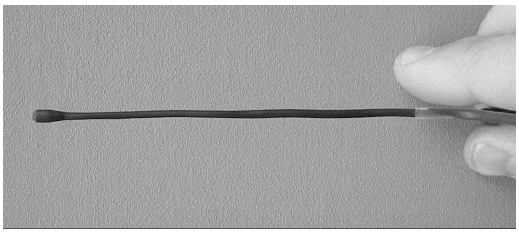

Figure 3
1. **Shape the boom:** Figure 3 shows the microphone boom as received. Before placing the microphone over the user's ear, apply a slight bend to the boom, starting at the middle of the earhook, to aid the microphone boom in forming to the user's face.